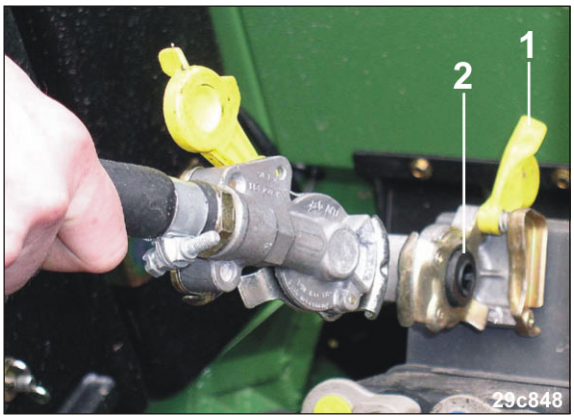

Fig. 58
2. Åbn dækslerne (Fig. 58/1) over traktorens koblingshoveder.
5. Fastgør bremserørets koblingshoved (gult) som foreskrevet i koblingen med den gule markering (Fig. 58/2) på traktoren.